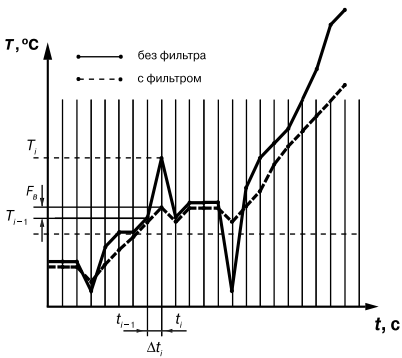

Рис. 3
3.2.4.2. Во-первых, фильтр устраняет сильные единичные помехи (рис. 3).
Если измеренное значение T_i отличается от предыдущего T_{i-1} на величину, большую, чем значение параметра $F_в$ (заданная «полоса фильтра»), то прибор присваивает ему значение равное $T_{i-1} + F_в$ (рис. 3). Таким образом характеристика сглаживается.
Как видно из рис. 3, малая ширина полосы фильтра приводит к замедлению реакции прибора на быстрое изменение входной величины. Поэтому при низком уровне помех или при работе с быстроменяющимися процессами рекомендуется увеличить значение полосы фильтра или отключить действие этого параметра. При работе в условиях сильных помех для устранения их влияния на работу прибора необходимо уменьшить значение в параметре «**полоса фильтра**».